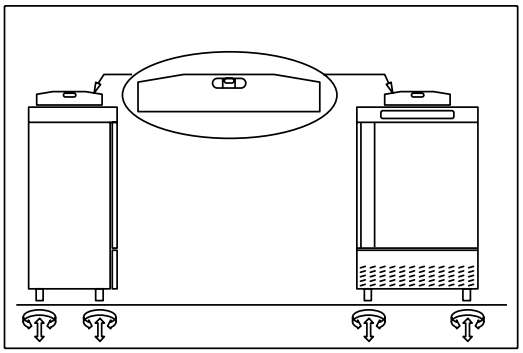

Fig.5
- posizionare l'abbattitore di temperatura utilizzando una livella con eventuale regolazione dei piedini del basamento metallico (Fig. 5)
- posizionare l'abbattitore di temperatura come descritto sopra (Fig. 5)